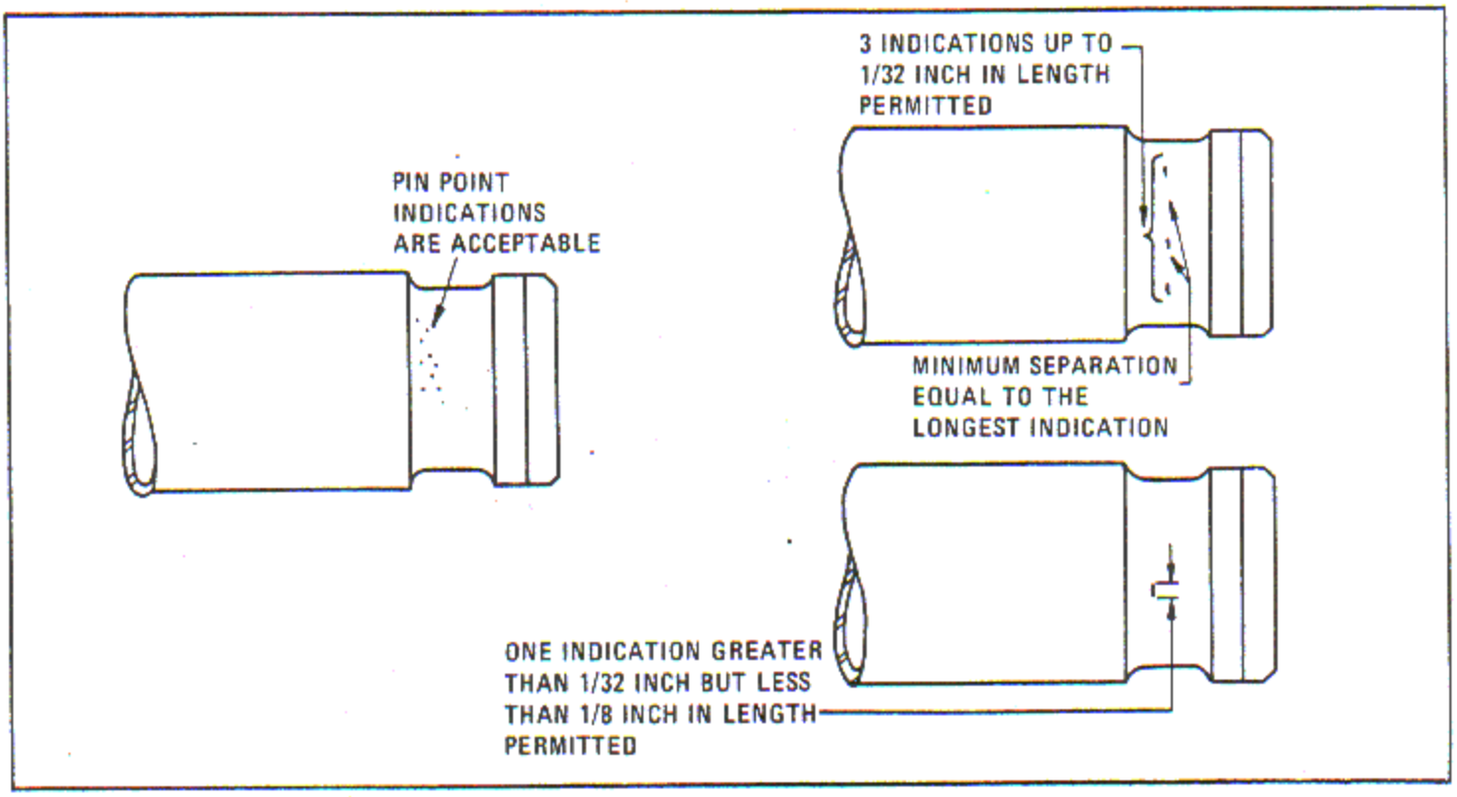

Figure 6-20. Valve Lock Groove Inspection Limits
c. Valves are acceptable with pin-point indications; a maximum of three sharp, bright indications up to 1/32 inch in length, with a minimum separation between the indications equal to the longest indication; only one indication of more than 1/32 inch in length but less than 1/8 inch in length. See figure 6-20.